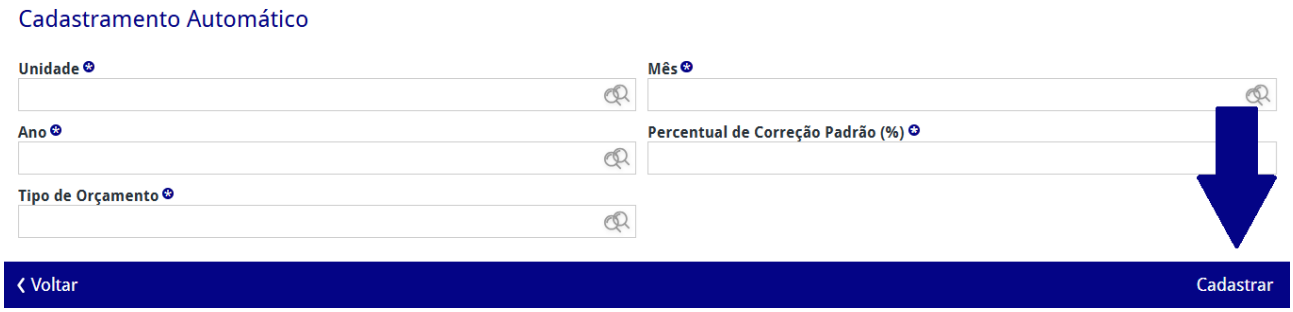

Figura 80: Cadastrar
3. Clique em **Cadastrar** (Figura 80) para executar a operação.